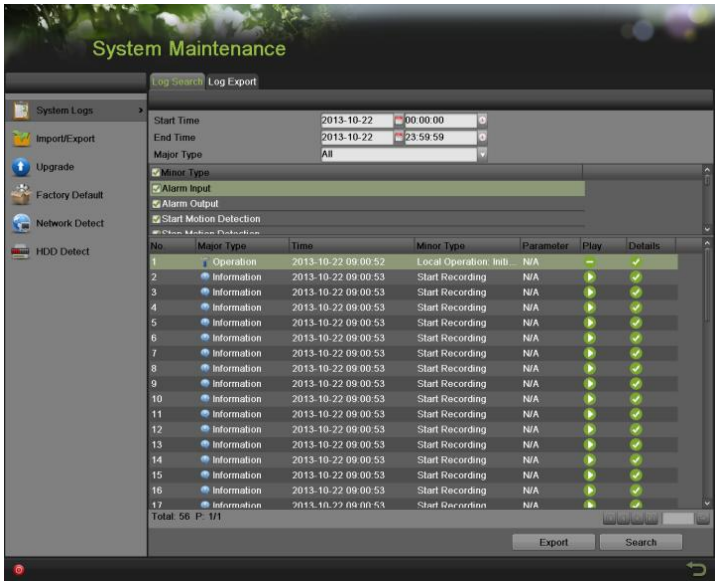

Figure 174 Log Search Results
5. Click the Search button. The search results will be displayed in a list (Figure 174). Click to page up and down.